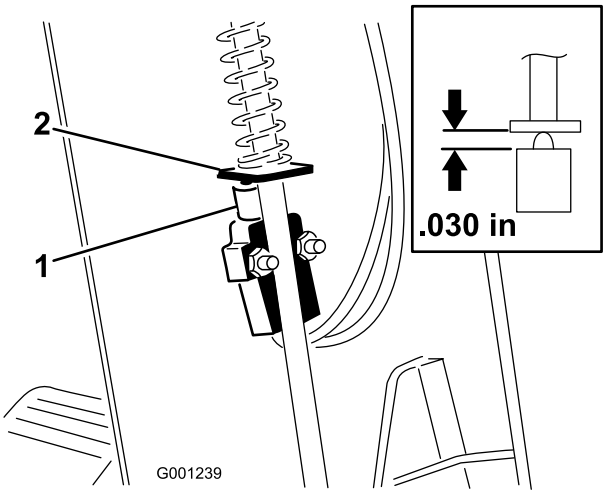

Figur 76
3. Skub kappen op ad rataksien for at blotlægge kontakten til parkeringsbremsen (Figur 76).
5. Tilret pladen til parkeringsbremsestangen med kontaktstemplet (Figur 76)
6. Tryk parkeringsbremsestangen ned, og tryk op på kontakten, indtil den komprimerede længde af kontaktstemplet er 0,76 mm (Figur 76, indsat billede).